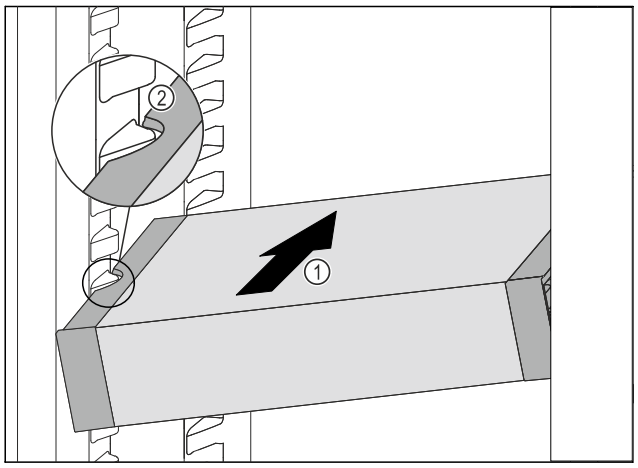

Fig. 178
▶ Împingeți VarioSafe oblic în frigider *Fig. 178 (1)*, până când degajările laterale *Fig. 178 (2)* ale VarioSafese află la înălțimea nervurii recipientului din frigider.